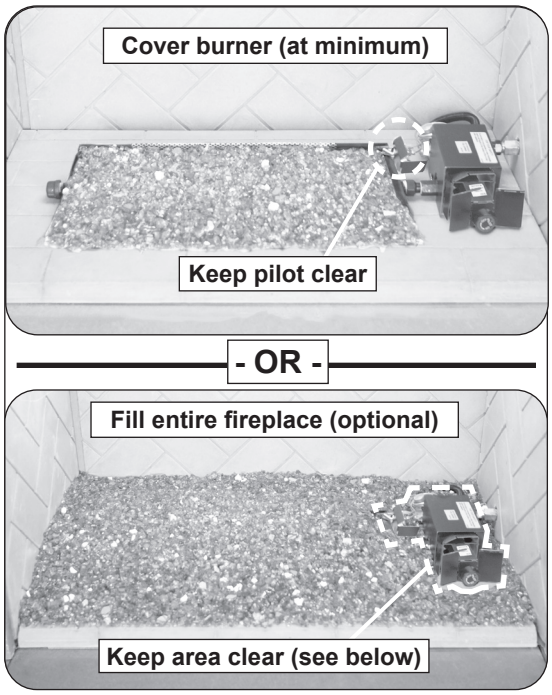
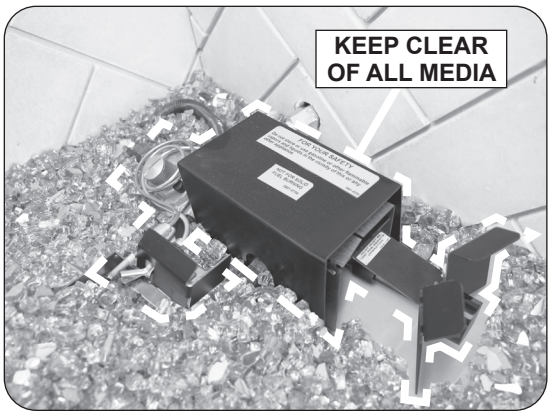

Fig. 20-1 Glass media placement
Fig. 20-3 Keep pilot, valve, & shield clear
1. **After the required sand/vermiculite and screen have been placed,** pour the glass media (glass, gems) so that the burner pan is covered completely and evenly (see Fig. 20-1).
- **DO NOT place any glass media directly on the pilot assembly, on or within the heatshield, or under a knob if one exists at the front of the valve (see Fig. 20-1 and Fig. 20-3).**
2. Complete placement by pouring the remaining glass media on the floor of the fireplace, around the front, rear, and sides of the burner system (see Fig. 20-1).
KEEP SAND/VERMICULITE, GLASS/GEMS, AND ALL FOREIGN OBJECTS AWAY FROM THE PILOT ASSEMBLY, VALVE ASSEMBLY, AND HEAT SHIELD DURING MEDIA PLACEMENT AND AT ALL TIMES. SEE FIG. 20-3.